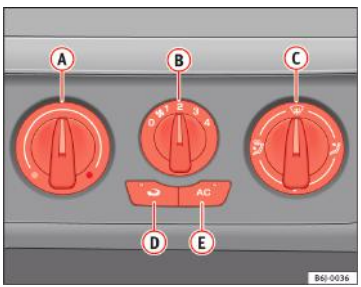

Fig. 94 Butoanele pentru climatizare de pe planșa de bord
– Puteți regla temperatura, distribuția aerului și turația aerotermei utilizând butoanele de comandă ⇒fig. 94 (A) și (C) și butonul (B).
– Pentru activarea sau dezactivarea unei funcții, apăsați butonul corespunzător (D) sau (E). Când funcția este activată, se aprinde o lampă de avertizare roșie integrată în buton.
– Închideți duzele (3)
– Deschideți și orientați duzele (4) spre geamurile laterale